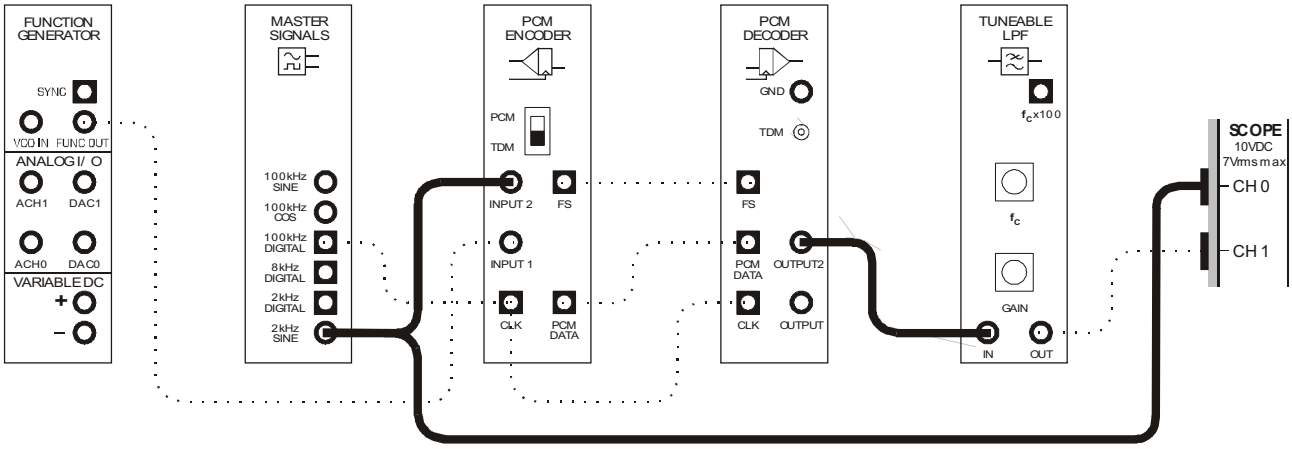

Figure 3
35. Modify the set-up as shown in Figure 3 below.